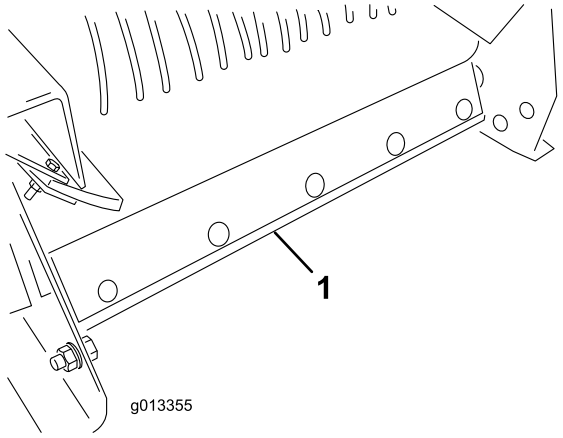

Figuur 50
5. Verwijder de reinigingsschraper voor de lopende band van de achterzijde van de ProPass(Figuur 50).